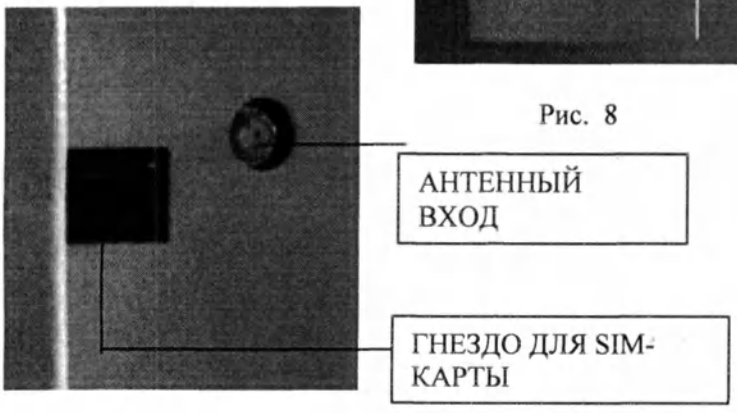

Рис. 9
- Вставьте SIM-карту в аварийный модуль AlerText GSM (см. рисунок 9).
- Подключите кабель антенны к антенному входу на аварийный модуль AlerText GSM (см. рис. 9).